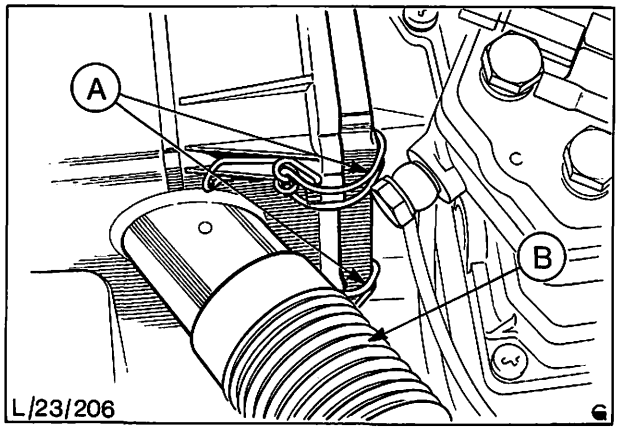

Abb. 64 Ansauggeräuschdämpfer
3. Halteklammern (zwei an jedem Ende) vom Gehäuse lösen (Abb. 64 zeigt die Spangen am vorderen Ende).